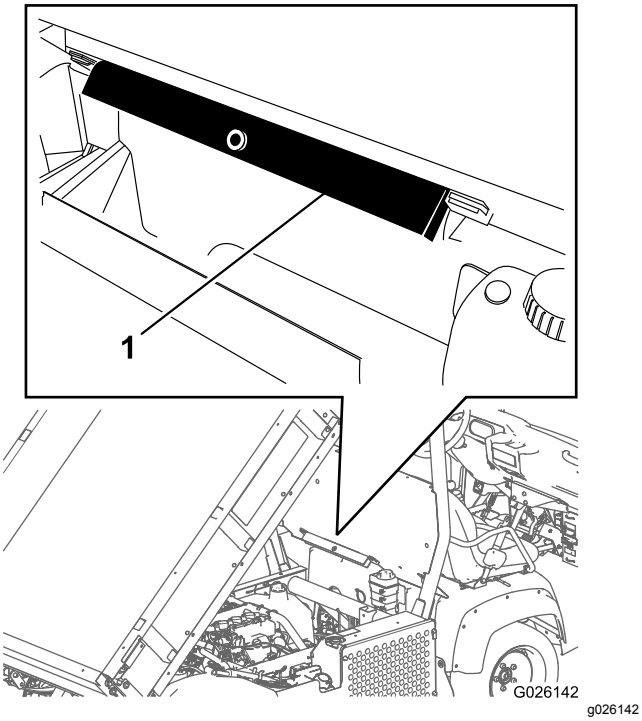

**Figur 12**
2. Fjern støtten til planet fra lagringsbrakettene på baksiden av veltebøylepanelet (Figur 12).